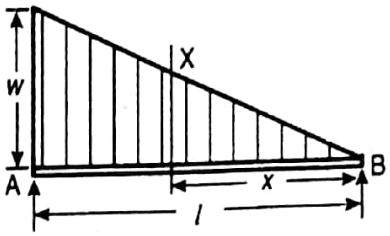

Fig. 2.27
4. *Simply supported beam with a gradually varying load.* A simply supported beam AB of length l and carrying a gradually varying load from zero at B to w / unit length at A, is shown in Fig. 2.27.